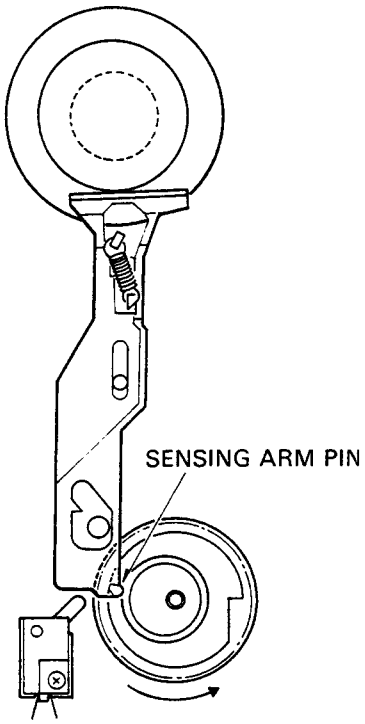
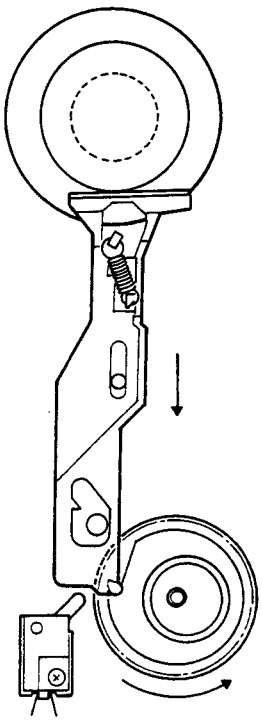
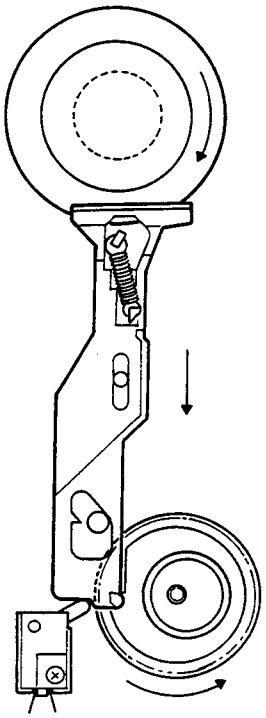

Fig. 11
Fig. 12
Fig. 13
Frictional force between the felt and bush helps the sensing arm holding its position. (Fig. 11)
(3) When the sensing cam gear is turned further, with the sensing arm held in a state shown in Fig. 11, the sensing arm pin is caught by a hook of the cam gear. (Fig. 12)
(4) The sensing cam gear turns further from the state shown in Fig. 12, and the sensing arm moves to turn ON the sensing switch. (Fig. 13)
(5) With the sensing switch ON, the sensing cam gear turns further to release the sensing arm pin from the hook.